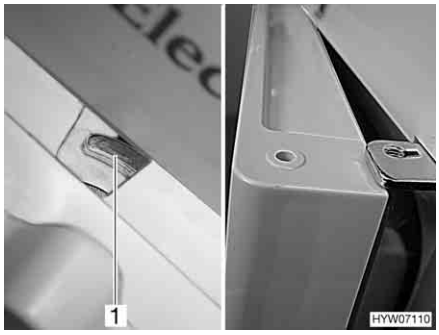

Fig. 147 Refrigerator door/freezer compartment door in ventilation position (Dometic 7 series with separate freezer compartment)
- Push the lock completely to the right. The door latch (Fig. 147,1) keeps the refrigerator door/freezer compartment door in a fixed position. The refrigerator door/freezer compartment door will then stay slightly open (Fig. 147).